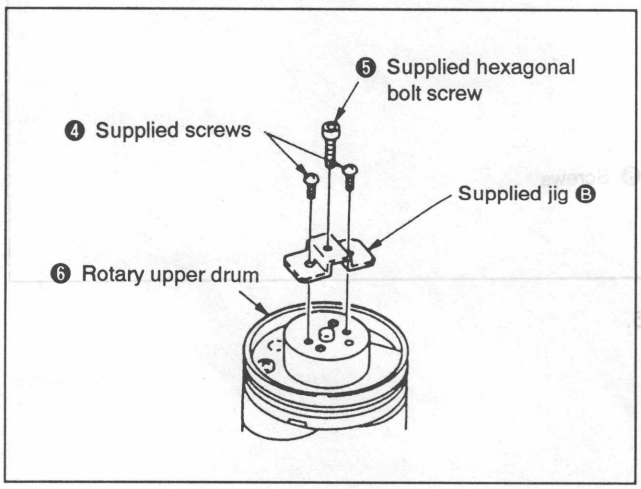

Fig. 7-47.
5) Mount the jig Ⓑ (Ref. No. J-11) by inserting the two supplied screws ❹ into the screw holes where the dynamic damper was mounted, tighten the supplied hexagonal socket screw ❺ into the jig Ⓑ, and remove the rotary upper drum ❻. (See Fig. 7-47.)